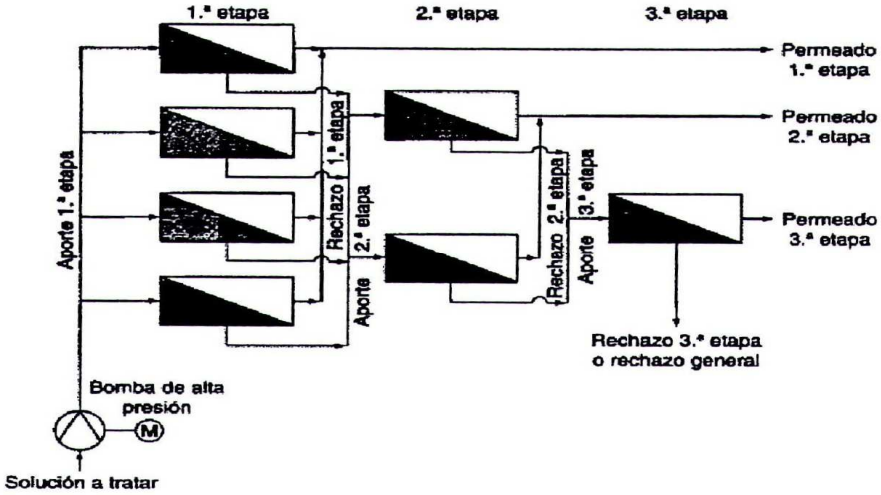

Figura 2.12: Agrupación de etapas con rechazo en serie
- **Rechazo en serie:** El rechazo de una etapa es la alimentación de la etapa siguiente, mientras que los permeados que se generan en cada etapa se canalizan separadamente. Es un sistema análogo a la agrupación de módulos en serie, como se observa en la figura 2.12.